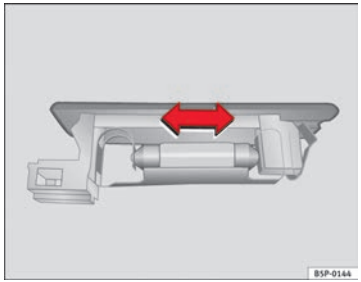

Fig. 207 Luggage compartment light
– Press the bulb sideways and remove it from its housing ⇒ Fig. 207. ■